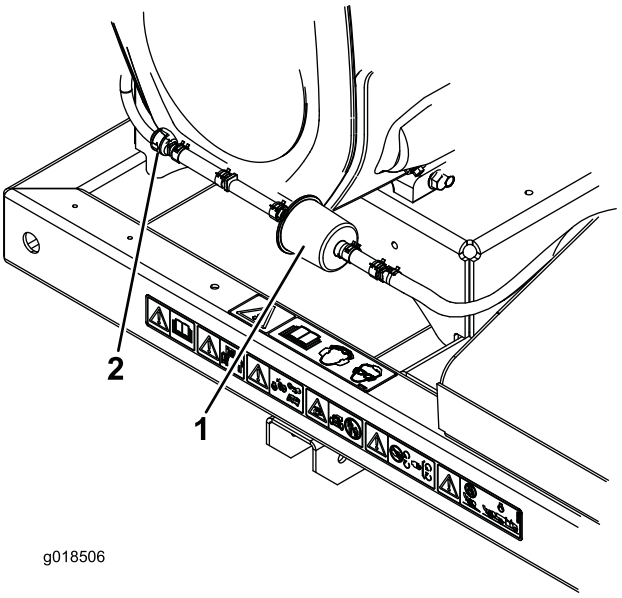

Figuur 21
2. De verende slangklemmen aan beide zijden van het purgeerlijnfilter van de koolstofhouder wegnemen van het filter (Figuur 21).
3. Verwijder het koolstoffilter en gooi het weg (Figuur 21).
4. Monteer een nieuw filter op de slang. De pijl op het filter moet naar de aflsuitklep wijzen. Bevestig met de slangklemmen (Figuur 21).